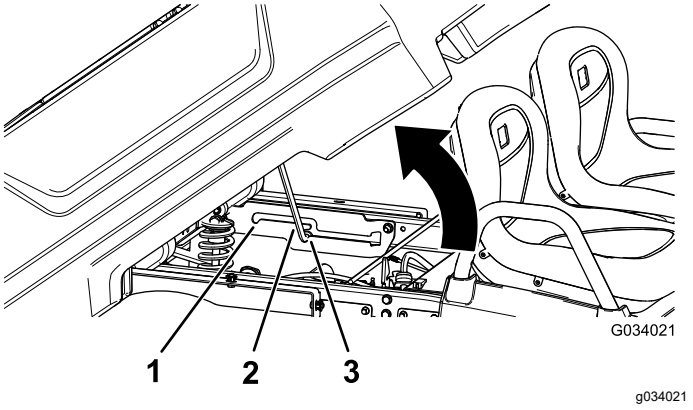

Figuur 17
2. Zet de steunstang in de borgsleuf van de stortstand om de laadbak vast te zetten in de stortstand (Figuur 17).
2. Trek de steunstang in de borgsleuf van de onderhoudsstand om de laadbak vast te zetten voor onderhoud (Figuur 17).
2. Neem de steunstang uit de palopening (Figuur 17).